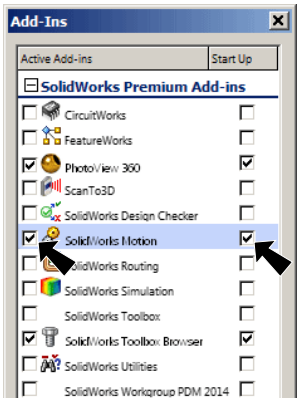

Fig. 1
Step 3. Check **SolidWorks Motion** check box under **Active Add-Ins** and **Start-Up**, **Fig. 1**. Click OK.